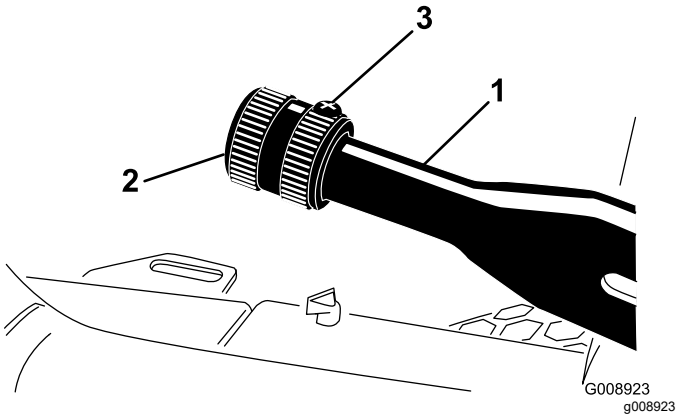

Figur 62
2. Løsne setteskruen som festen knotten til parkeringsbremsespaken (Figur 62).